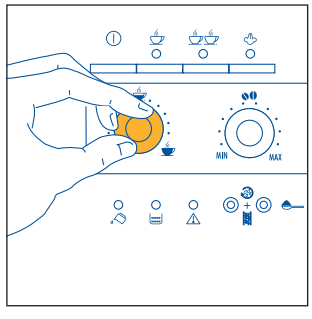

Fig.8
3) Réglez le bouton de gauche (fig. 8) pour programmer la quantité de café désirée. Plus vous tournez dans le sens des aiguilles d'une montre et plus le café obtenu sera allongé. Lors de la première utilisation, il faut procéder par tentatives et faire plusieurs cafés pour trouver la bonne position du bouton.